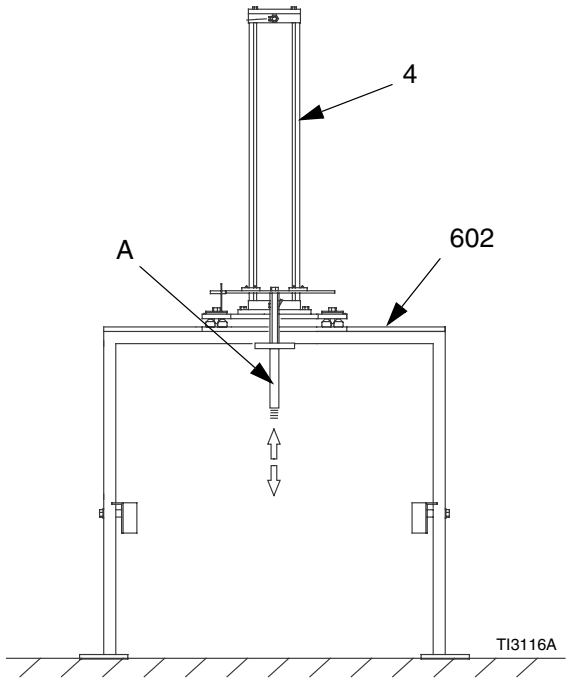
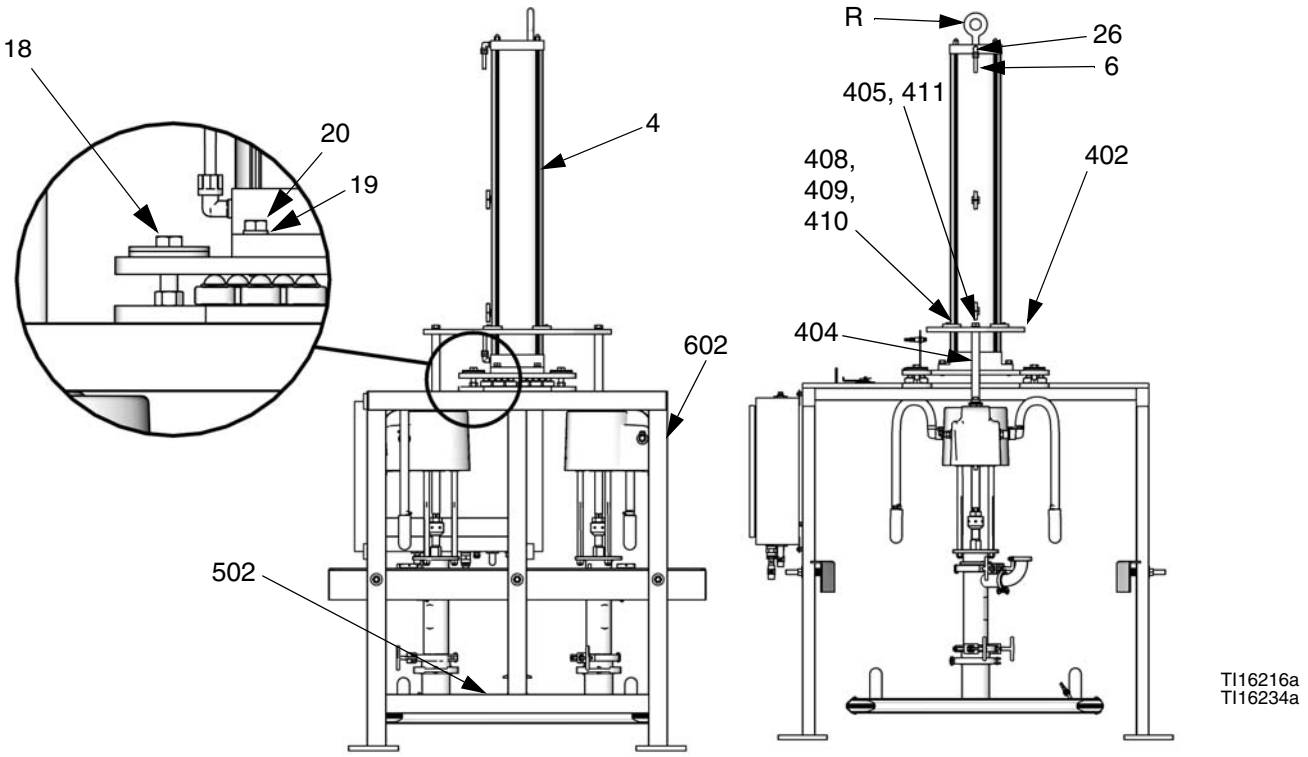

FIG. 3: Eje de cilindro de aire
FIG. 4: Placa de montaje del motor neumático (se muestra el BESA7A)
1. Con un malacate, levante el cilindro de aire (4) a su posición en la parte superior del bastidor (602). Vea la FIG. 3.
2. Baje el eje del cilindro de aire (A) a través de agujero central en el bastidor.
3. Fije el cilindro de aire (4) al bastidor (602) con los tornillos (20) y arandelas (19). Vea la FIG. 4.
4. Instale la placa de montaje del motor neumático (402), deslizando la placa desde la parte superior y hacia abajo a lo largo del cilindro de aire (4).
5. Con tubos (6), conecte la tubería de suministro de aire superior del cilindro de aire al codo superior de 1/2 pulg. (26).
6. Con tubos (6), conecte la tubería de suministro de aire inferior del cilindro de aire al codo inferior de 1/2 pulg. (26).
7. Afloje pero no retire los tornillos (18) del bastidor (602).
9. Retire las dos bandas de sujeción que sostienen la placa del ariete (502) en la paleta de transporte. No retire la paleta de transporte.
10. Aplique grasa sanitaria (36, suministrada) a las roscas del eje del cilindro para evitar dañarlas. Alinee y atornille el eje del cilindro de aire (A) en la placa del ariete (502). Vea la FIG. 3. Si el eje no enrosca correctamente, no lo fuerce. Vuelva a verificar la alineación de la placa (502).